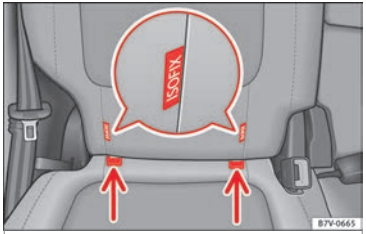

Fig. 26 Version 2: identification of the anchor points for the child seat on the vehicle seat
- Press the child seat onto the retaining rings ››› **Fig. 26** in the direction of the arrow. The child seat must be safely engaged and click audibly into place.
- Place the child seat on the seat cushion and attach the retaining strap hooks to the retaining rings ››› **Fig. 26**.